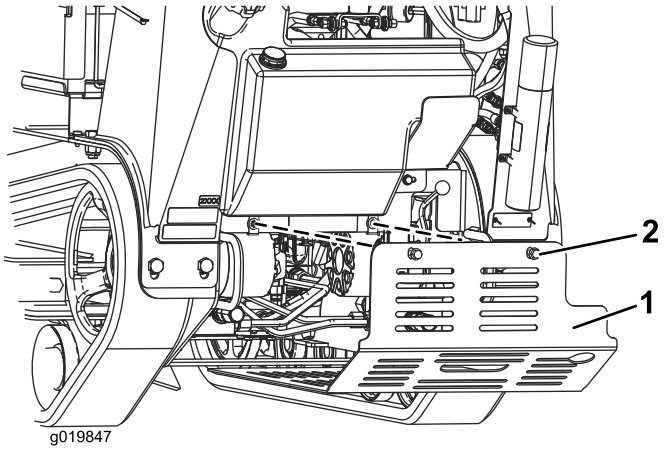

Figuur 25
2. Draai de twee bouten waarmee het onderste scherm bevestigd is één voor één los tot u het scherm kunt wegnemen (Figuur 25).
2. Schuif het onderste scherm in de machine (Figuur 25).